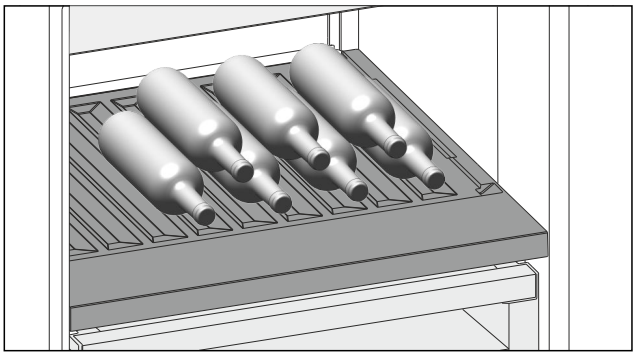

Fig. 119
▶ A palackokat az aljukkal hátrafele helyezze a hátfalhoz. (lásd Fig. 119)